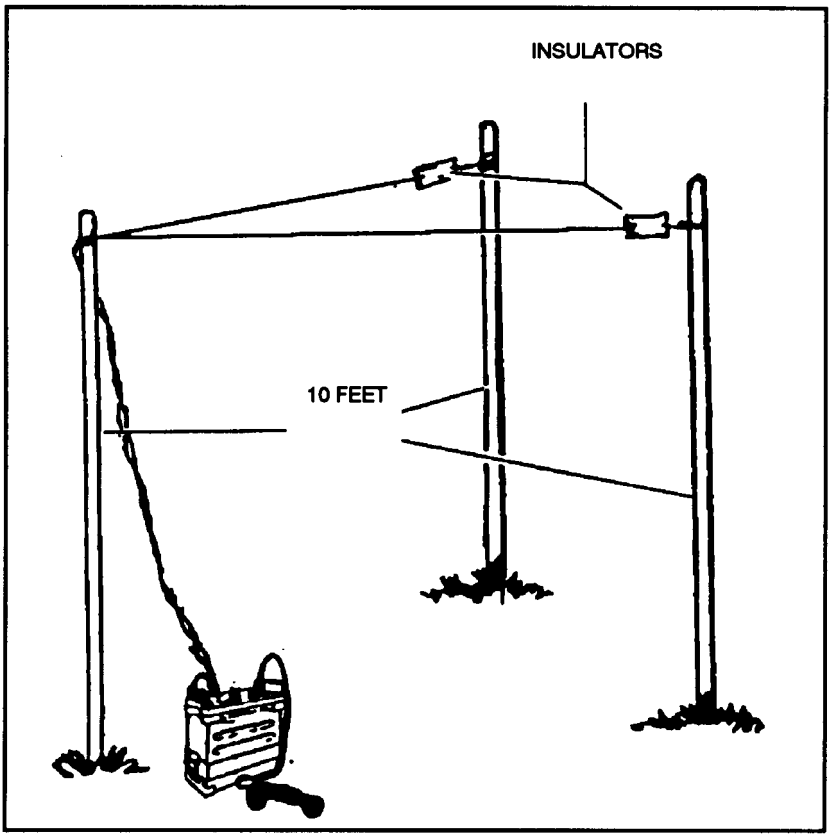
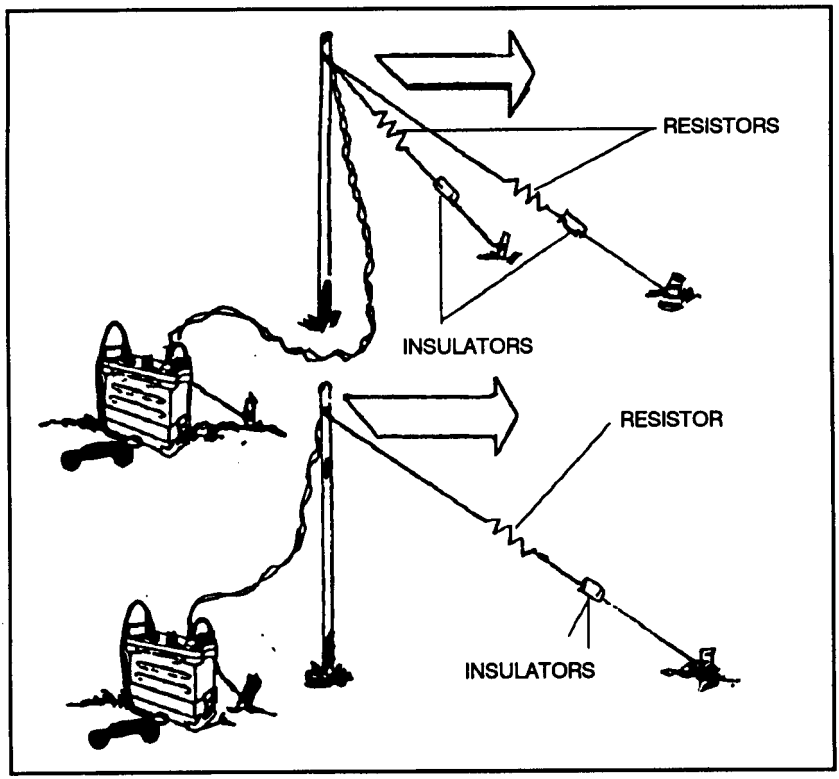

Figure 7-11. V antenna.
Figure 7-12. Sloping-V antenna.
a. The V antenna (Figure 7-11) is another field-expedient directional antenna. It consists of two wires forming a V with the open area of the V pointing toward the desired direction of transmission or reception. To make construction easier, the legs should slope downward from the apex of the V; this is called a *sloping-V antenna* (Figure 7-12). The angle between the legs varies with the length of the legs to achieve maximum performance. (to determine the angle and the length of the legs, use the table in Table 7-l.)